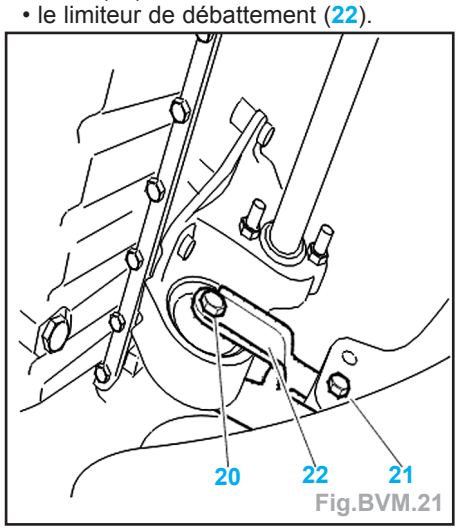
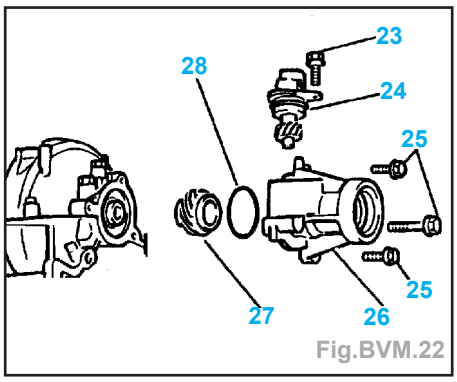

Fig.BVM.21
Fig.BVM.22
- Déposer (Fig.BVM.21) :
- la vis (20),
- la vis (21),
- le limiteur de débattement (22).
- Déposer (Fig.BVM.22) :
- la vis (23),
- le support et le pignon de prise tachymétrique (24),
- les vis (25),
- la prolonge de pont (26).
- Reposer (Fig.BVM.22) :
- le joint torique (28),
- la vis tachymétrique (27),
- la prolonge de pont (26),
- les vis (25) (serrage à 1,5 daN.m),
- la vis (23).
- Reposer (Fig.BVM.21) :
- le limiteur de débattement (22),
- la vis (21) (serrage à 3,5 daN.m),
- la vis (20) (serrage à 5 daN.m),